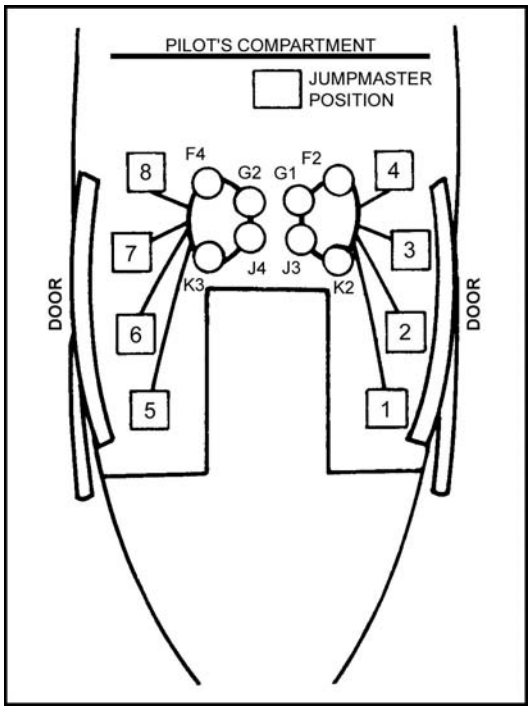

Figure 17-4. UH-1 seating configuration, expedient anchor line system.
c. **Anchor Line Assembly Installation**. An anchor line assembly is installed on each side of the aircraft. It can be installed quickly by means of four tie-down rings located on the floor on the right and left sides of the aircraft compartment. The A-7A strap is threaded through the D-rings, which are used for attachment of the static line snap hooks (Figure 17-4).
During loading, jumpers should not approach directly from the front or sides but at a 45-degree angle to the nose of the aircraft. Jumpers 1 through 4 enter the cargo compartment through the right door, are hooked up by the JM in numerical order, and seat themselves (Figures 17-4 and 17-5). Jumpers 5 through 8 enter the cargo compartment through the left door, are hooked up by the JM in numerical order, and seat themselves.